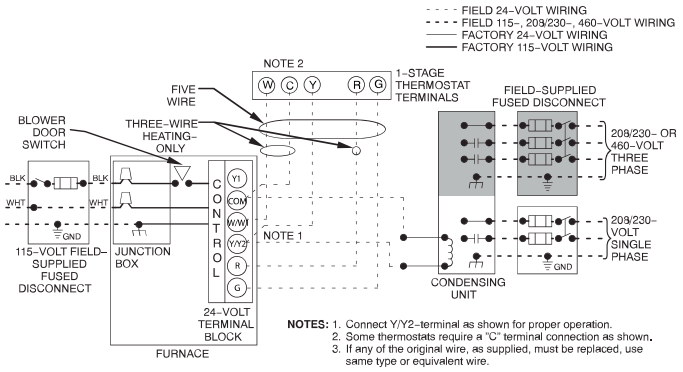

Fig. 34 – Typical Field Wiring Diagram
See Fig. 34 for field wiring diagram showing typical field 115V wiring. Check all factory and field electrical connections for tightness.
6. Connect power cord power and neutral leads to furnace power leads as shown in Fig. 34.
5. Connect field power and neutral leads to furnace power leads. as shown in Fig. 34.
Make field 24V connections at the 24V terminal strip. See Fig. 39. Connect terminal Y/Y2 as shown in Fig. 34 for proper cooling operation. Use only AWG No. 18, color-coded, copper thermostat wire.